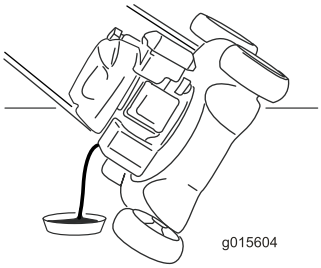

Figur 26
5. Tippa gräsklipparen på sidan (med oljestickan nedåt) för att tömma ut den använda oljan genom påfyllningsröret (Figur 26).